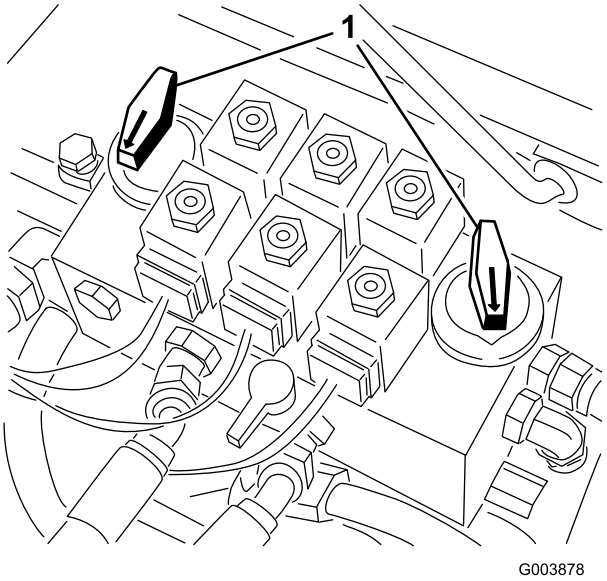

Figur 33
4. Knivcylindrenes hastighed indstilles ved at dreje regulatorerne (Figur 33), indtil indikatorpilene står ud for det tal, der angiver den ønskede indstilling.